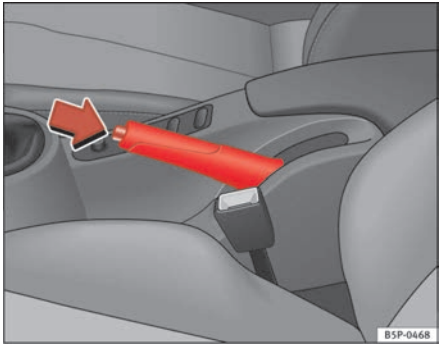

Fig. 145 Handbrake between the front seats
– Pull the handbrake lever up firmly ⇒ page 176, fig. 145.
– Pull the lever up slightly and press the release knob in the direction of the arrow ⇒ page 176, fig. 145 and guide the handbrake lever down fully ⇒ ⚠.